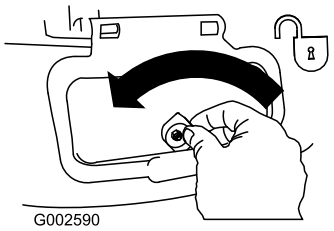

Figur 28
1. Lossa sidoutkastarluckan (Figur 28).